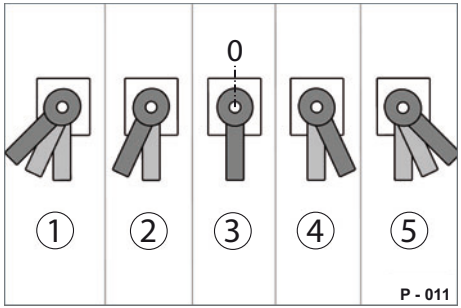

Abb. 40 Ventilhebel-Stellungen
▶ Drehen Sie den Ventilhebel zwei Stufen gegen Uhrzeigersinn (Abb. 40/5).
▶ Drehen Sie den Ventilhebel bei erreichter Höhe um eine Stufe zurück in die Stopp-Stellung (Abb. 40/4).
▶ Drehen Sie den Ventilhebel im Uhrzeigersinn (Abb. 40/1).
▶ Drehen Sie den Ventilhebel bei erreichter Höhe um eine Stufe zurück in die Stopp-Stellung (Abb. 40/2).